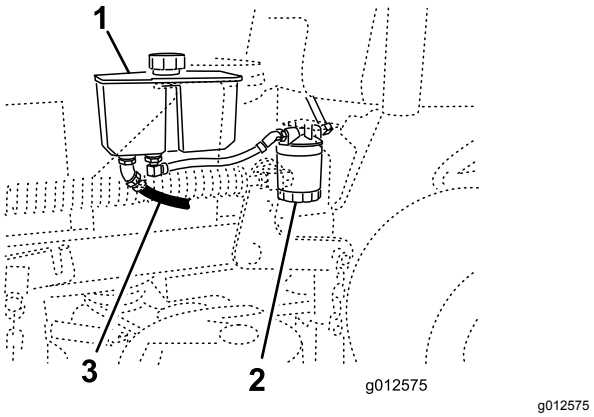

Figuur 72
4. De voorste hydraulische slang bevindt zich onder de hydraulische tank. Plaats een opvangbak onder de tank (Figuur 72).